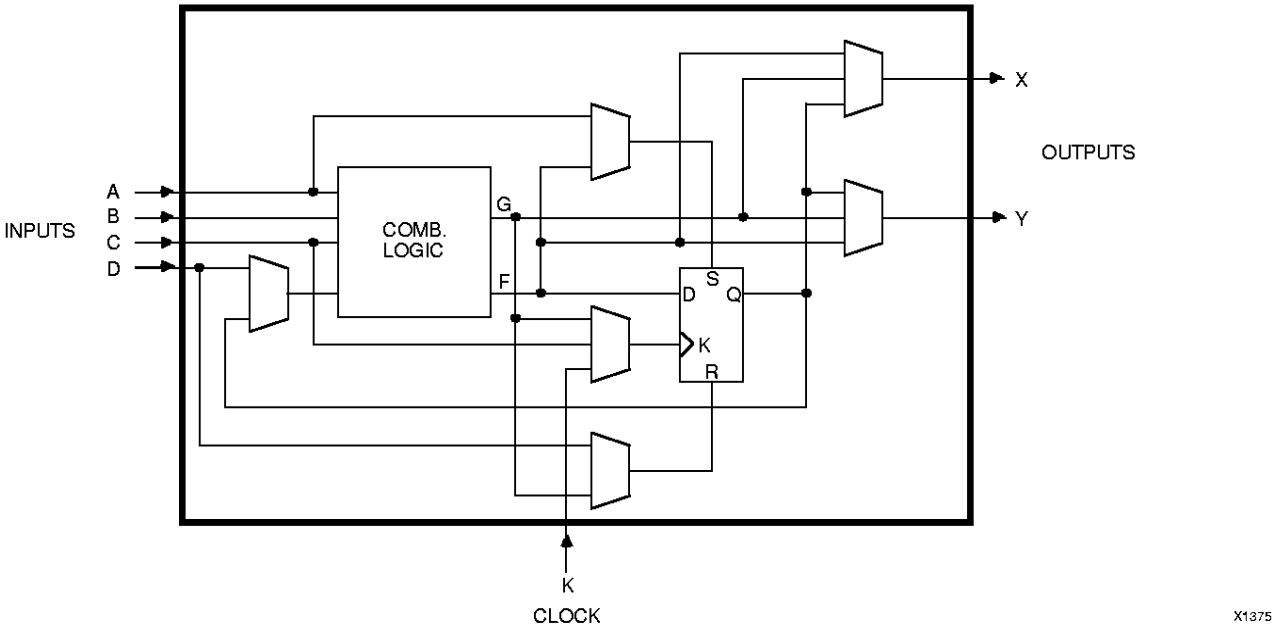

Figure 3. Configurable Logic Block
The configurable logic block is identical to that used in the XC2000 family of FPGA devices. Each configurable logic block has a combinatorial logic section, a storage element, and an internal routing and control section. Each CLB has four general-purpose inputs: A, B, C and D; and a special clock input (K), which may be driven from the interconnect adjacent to the block. Each CLB also has two outputs, X and Y, which may drive interconnect networks. Figure 3 shows the resources of a Configurable Logic Block.